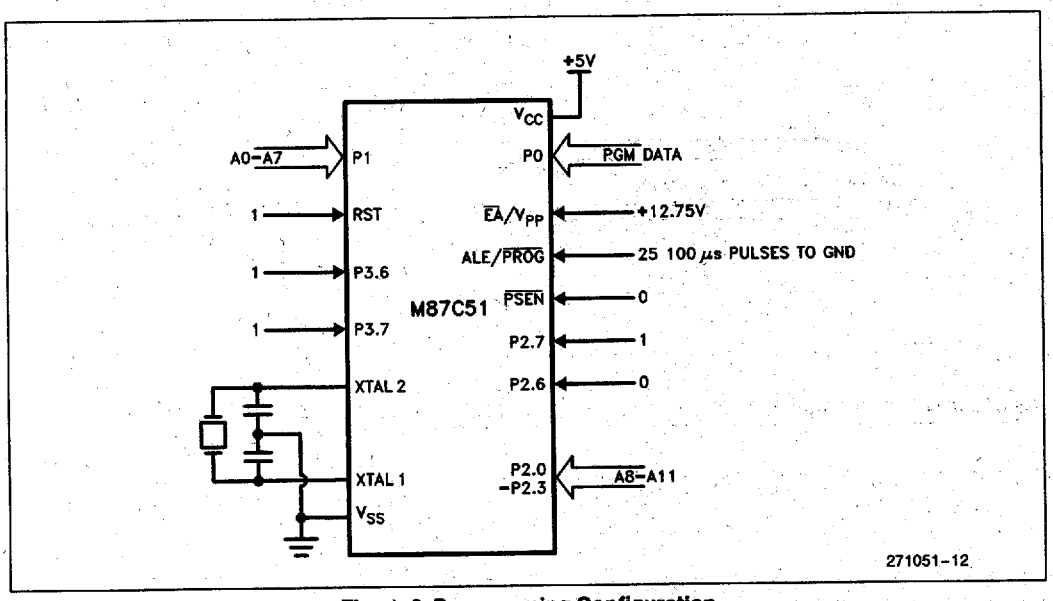
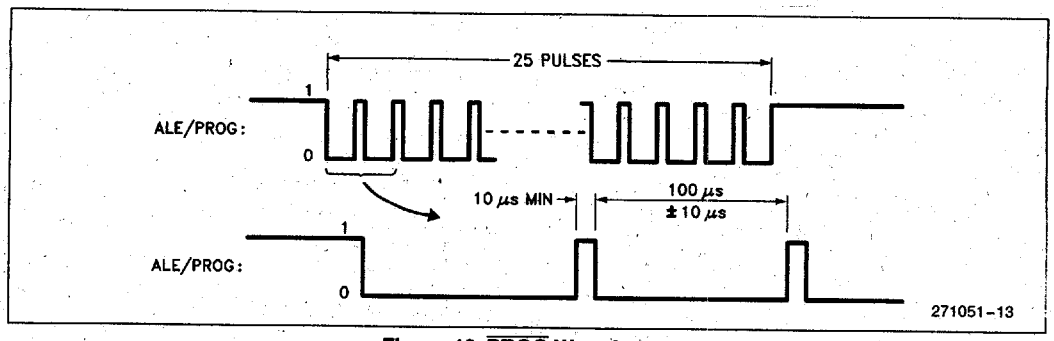
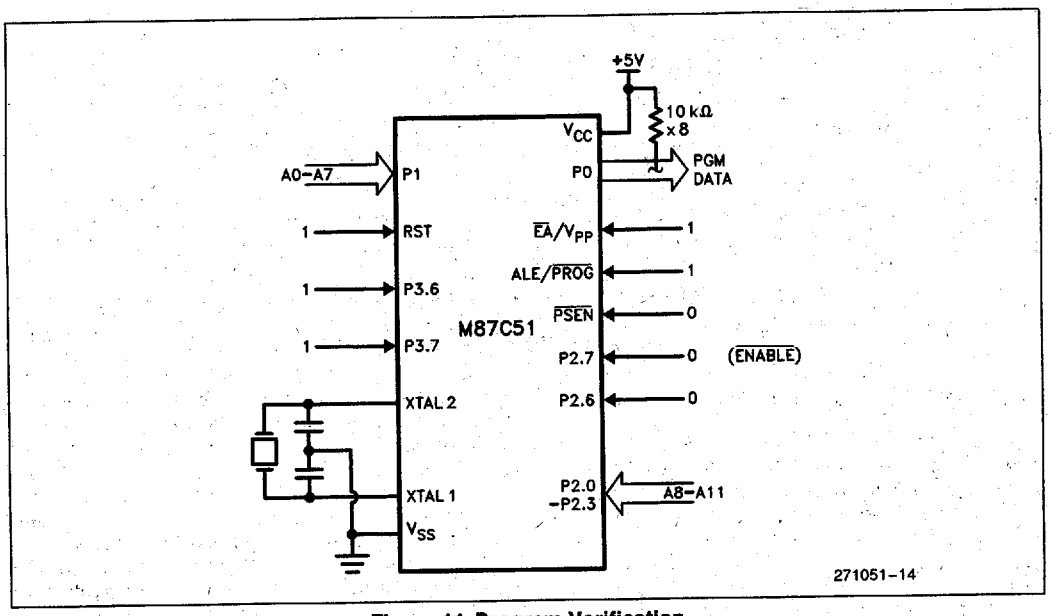

Figure 9. Programming Configuration
Figure 10. $\overline{\text{PROG}}$ Waveforms
Figure 11. Program Verification
Table 2 shows the logic levels for reading the signature byte, and for programming the Program Memory, the Encryption Table, and the Lock Bits. The circuit configuration and waveforms for Quick-Pulse Programming are shown in Figures 9 and 10. Figure 11 shows the circuit configuration for normal Program Memory verification.
The setup for Microcontroller Quick-Pulse Programming is shown in Figure 9. Note that the M87C51 is running with a 4 to 6 MHz oscillator. The reason the oscillator needs to be running is that the device is executing internal address and program data transfers.
The address of the EPROM location to be programmed is applied to Ports 1 and 2, as shown in Figure 9. The code byte to be programmed into that location is applied to Port 0. RST, $\overline{\text{PSEN}}$, and pins of Ports 2 and 3 specified in Table 2 are held at the "Program Code Data" levels indicated in Table 2. Then ALE/$\overline{\text{PROG}}$ is pulsed low 25 times as shown in Figure 10.
If Lock Bit 2 has not been programmed, the on-chip Program Memory can be read out for program verification. The address of the Program Memory location to be read is applied to Ports 1 and 2 as shown in Figure 11. The other pins are held at the "Verify Code Data" levels indicated in Table 2. The contents of the addressed location will be emitted on Port 0. External pullups are required on Port 0 for this operation. Detailed timing specifications are shown in later sections of this data sheet.
*FOR PROGRAMMING CONDITIONS SEE FIGURE 9. †FOR VERIFICATION CONDITIONS SEE FIGURE 11.